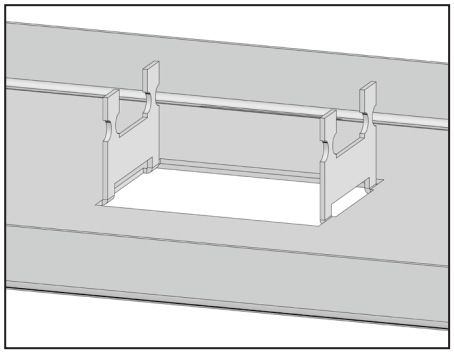

FIG 11
6. Bend main tabs 90 degrees. (FIG 11)